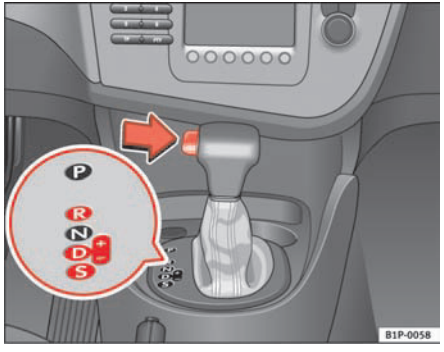

Fig. 120 Driving
– Press on the button on the selector lever knob (on the left) ⇒ fig. 120.